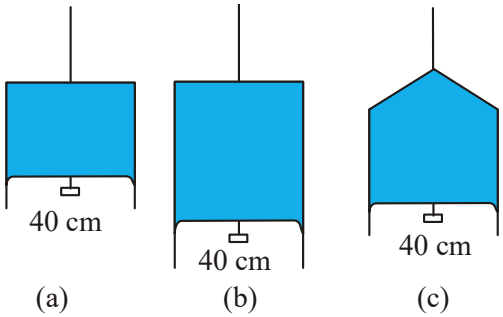

Fig. 10.24
10.18 Figure 10.24 (a) shows a thin liquid film supporting a small weight = 4.5×10^{-2} N. What is the weight supported by a film of the same liquid at the same temperature in Fig. (b) and (c) ? Explain your answer physically.